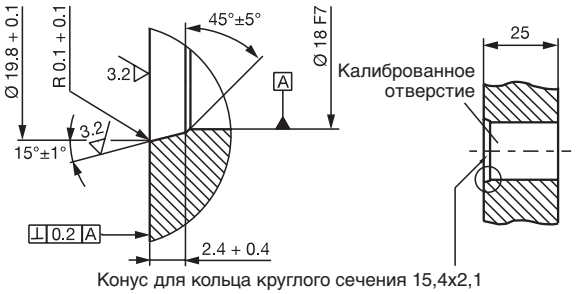

Рис. 4-4: Калиброванное отверстие для монтажа системы BTL с кольцом круглого сечения
Калиброванное отверстие: Контактная поверхность системы BTL должна полностью прилегать к опорной поверхности. Подходящее кольцо круглого сечения должно надежно уплотнять отверстие, т.е. под уплотнительное кольцо круглого сечения должна быть выполнена раззенковка в соответствии с Рис. 4-4.
Глубина резьбового отверстия должна составлять не менее 25 мм (см. Рис. 4-4).
- ► Контактная поверхность системы BTL должна полностью прилегать к опорной поверхности. Подходящее кольцо круглого сечения должно надежно уплотнять отверстие, т.е. под уплотнительное кольцо круглого сечения должна быть выполнена раззенковка в соответствии с Рис. 4-4.